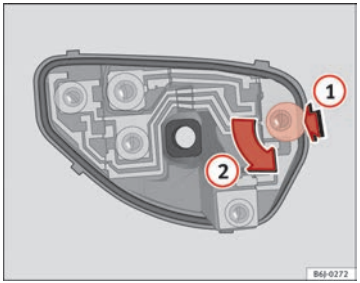

Fig. 163 Changing bulbs on tail lights
– When the bulb holder has been removed, press in the direction of the arrow (1) and at the same time, turn in the direction of the arrow (2) ⇒ Fig. 163